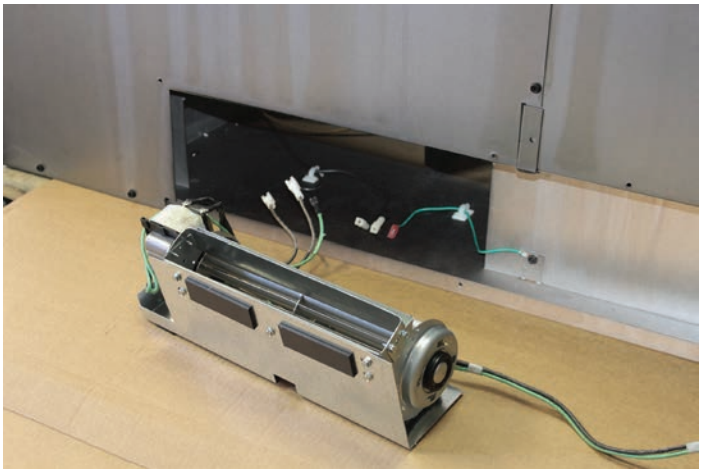

Figure 2
4. Déposez les ventilateurs au sol derrière le foyer. En faisant face à l'arrière du foyer, placez les ventilateurs pour que les deux câbles de raccordement noirs et le fil de mise à la terre vert soient orientés vers la gauche. **Voir la figure 2.**